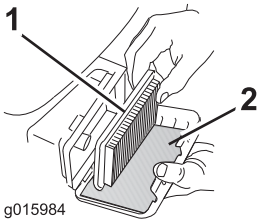

Figuur 25
3. Verwijder het papierelement en het schuimelement (Figuur 25).